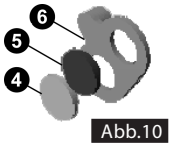

Abb.10
14. Die kleinen Farbfilterscheiben (4 und 5) gemäß Abbildung 10 in die Laternenblende (6) einklipsen und evtl. mit einer Steck-nadelspize Sekundenkleber in der Halterung fixieren.